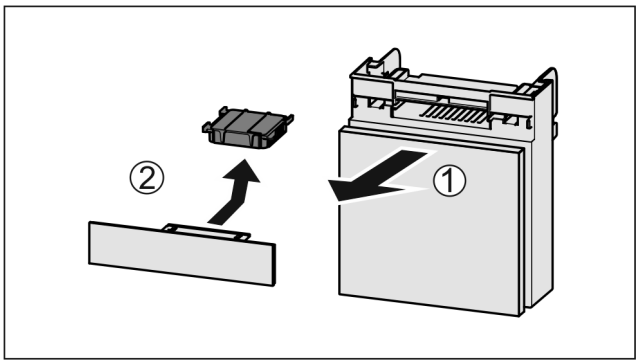

Fig. 132
▶ Izvelciet nodalījumu uz priekšu *Fig. 132 (1)*.
▶ Izņemiet aktīvās ogles filtru *Fig. 132 (2)*.